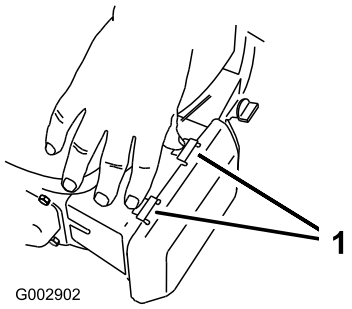

Figuur 20
1. Druk de lippen van de vergrendeling bovenop de luchtfilterdeksel omlaag (Figuur 20).